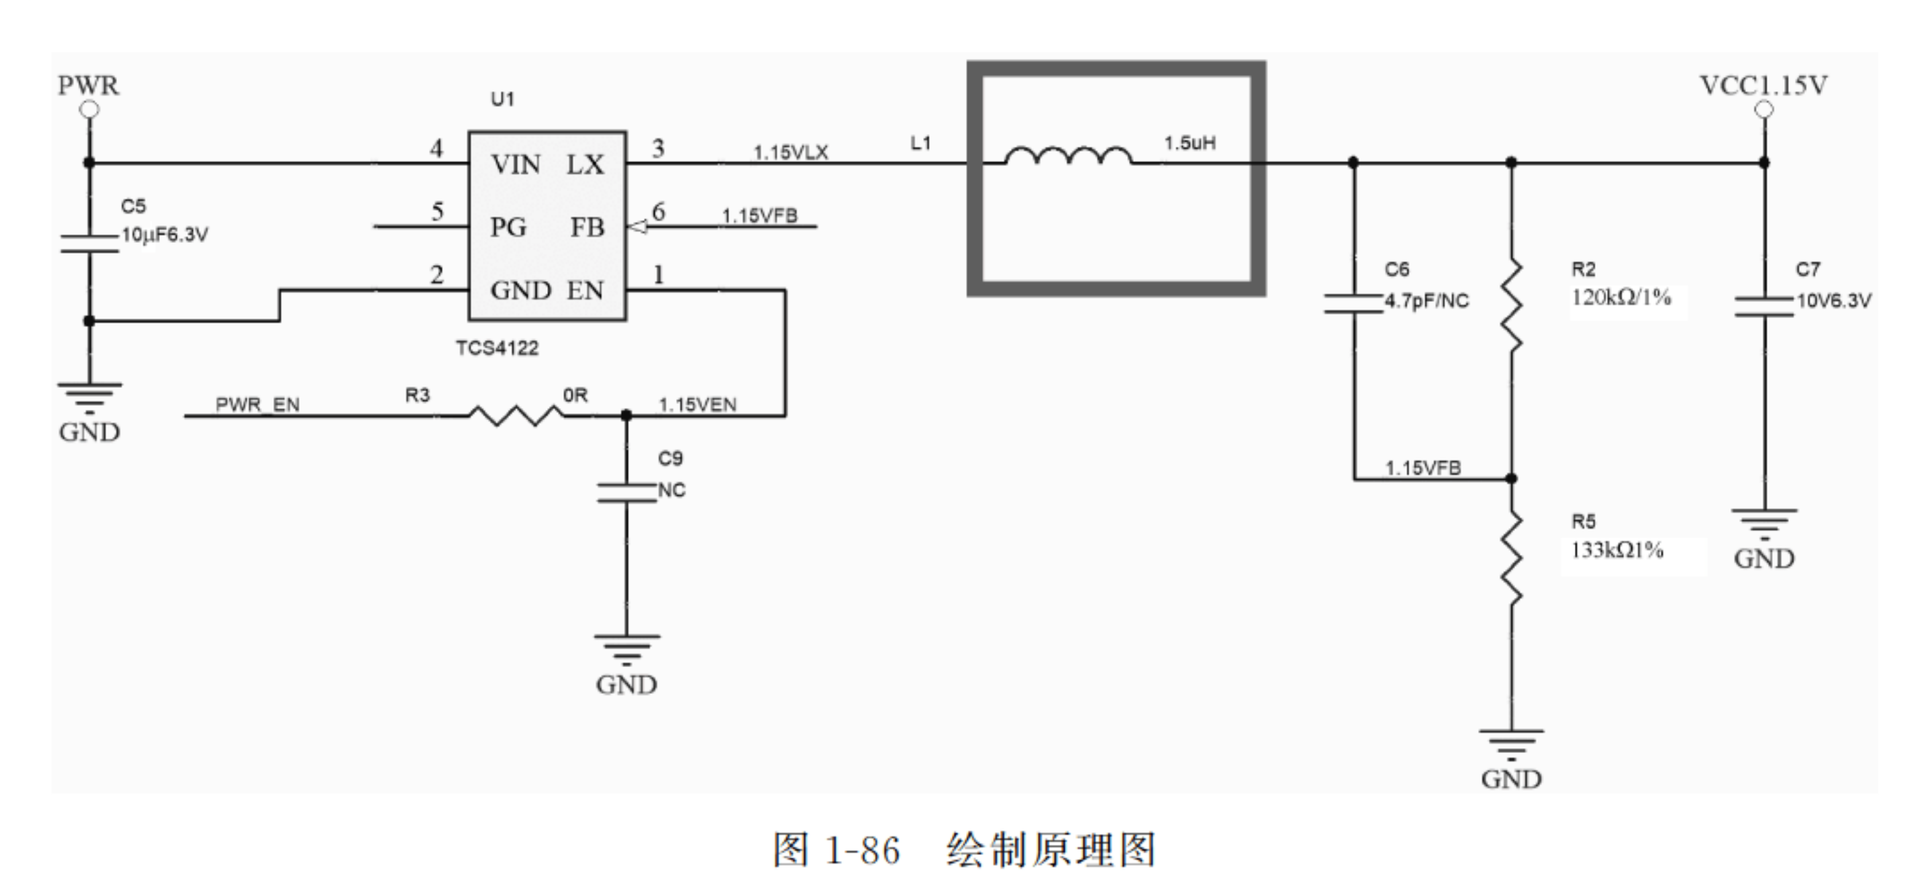

图 1-86 绘制原理图
(2) 打开原理图,绘制需要复用的功能模块原理图(以 DC-DC 转换电路为例),如图 1-86 所示。